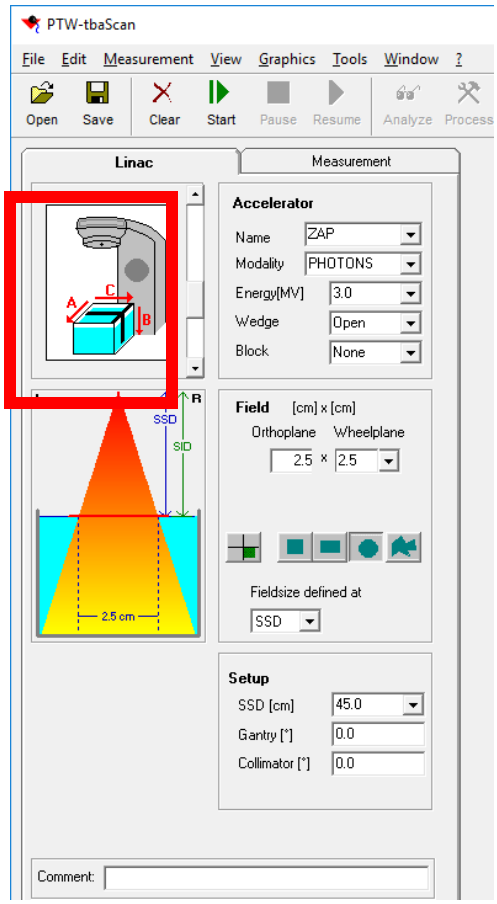

Figura 1-15. Pestaña Linac
c. Haga clic en **OK** (Aceptar) y proceda para ingresar la información tal como se muestra en la pestaña Linac (Acelerador lineal) usando un cono de 25 mm como ejemplo. La pantalla muestra 2.5 cm x 2.5 cm (consulte la figura 1-15).
2. En la pestaña Linac (Acelerador lineal), establezca el tamaño de campo en 2.5 cm x 2.5 cm (consulte el ejemplo en la figura 1-15).